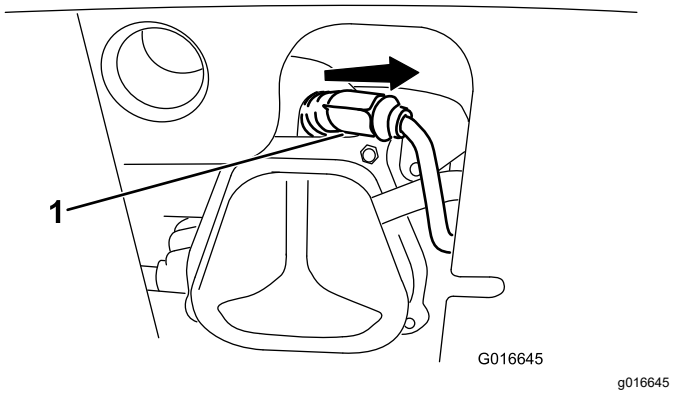

Rysunek 36
1. Zdejmij osłonę (Rysunek 36).